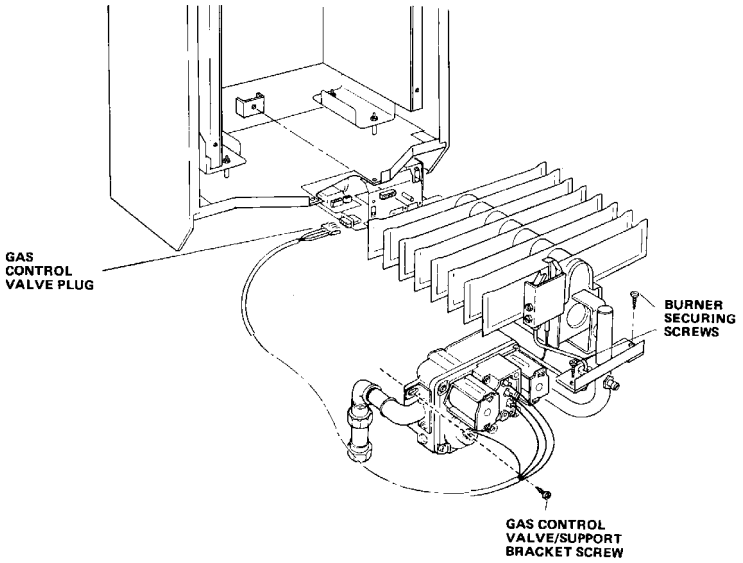

Fig. 29 BURNER AND GAS CONTROL ASSEMBLY
J. Unplug the electrical supply leads for the gas control valve from the control box. See FIG. 29.
K. Remove the screw securing the gas control valve to its support bracket. See FIG. 29.